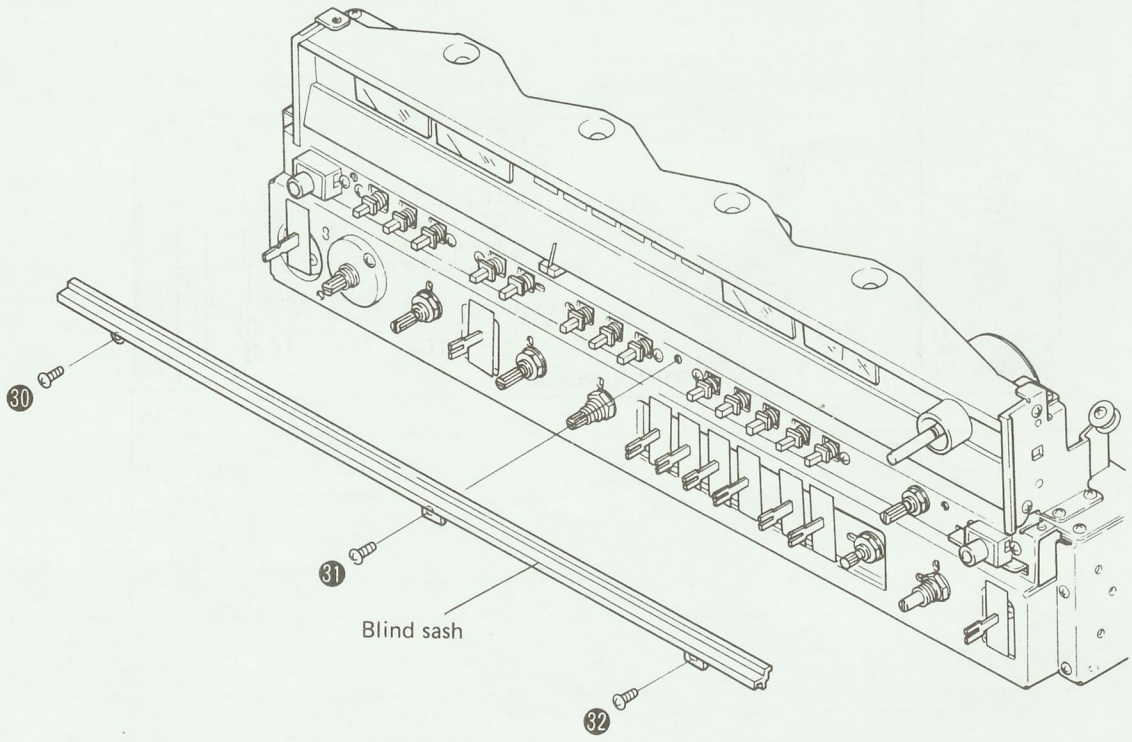

Fig. 13
2. Undo the 3 screws ㉚ ~ ㉜ to remove the blind sash (Fig. 13).